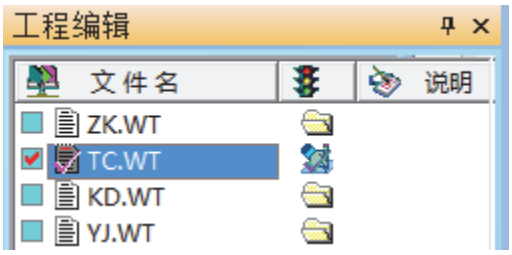

图 4-10
1. 在 DGSS 主界面左侧的“工程编辑”栏里，鼠标点击“TC.WT”文件名最左侧的方框，使当前编辑点图层为“TC.WT”（见图 4-10）；